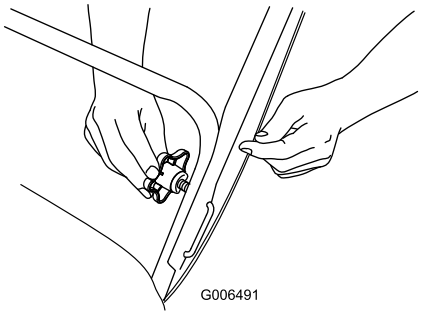

Figure 4
1. "U"-shaped handle lock (2) 2. Handle knobs
2. Insert the end of the "U"-shaped handle lock into the open hole in the handle and tighten the handle knobs until they are snug (Figure 4).